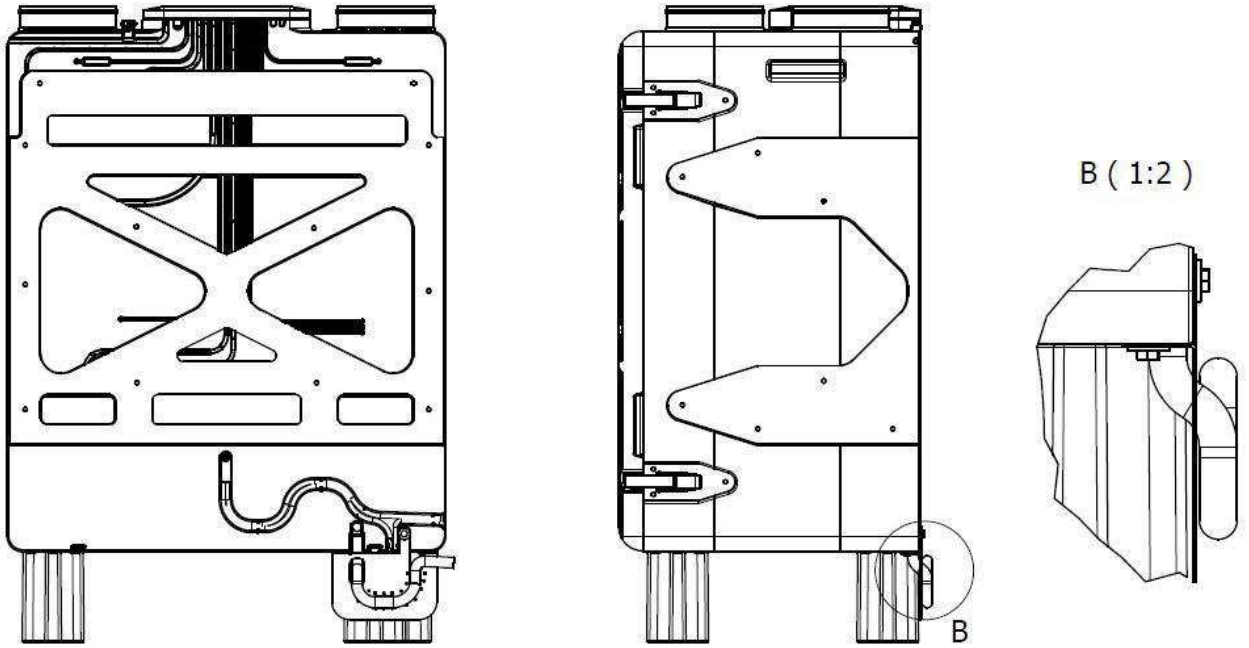

Rys. 9 - Montaż syfonu (montaż podłogowy)
- Wykonaj syfon przy użyciu elastycznego przewodu i płytki montażowej syfonu. **UWAGA:** Przy zastosowaniu nóżek montażowych, przewód należy założyć na tylnej stronie płytki. (zob. Rys. 9)